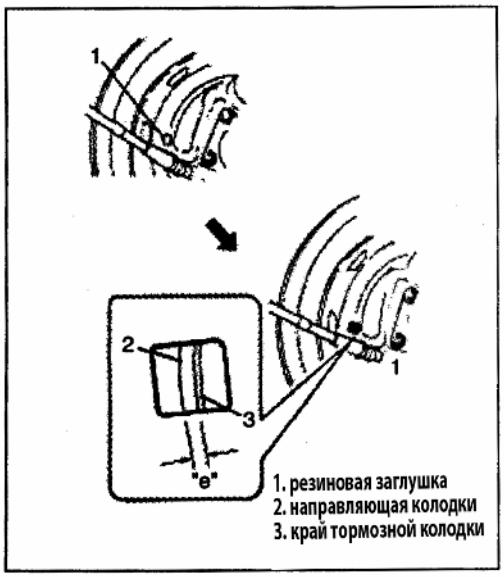

Рис. 615
2) Снимите резиновую заглушку со щитка тормоза (Рис.615).